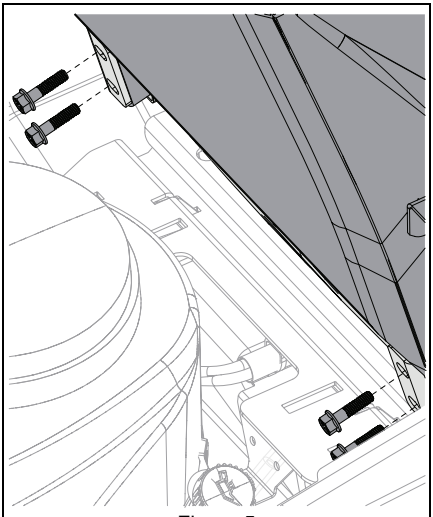

Figure 5
5. Secure backrest to seat base using four hex bolts from literature pack. See Figure 5.